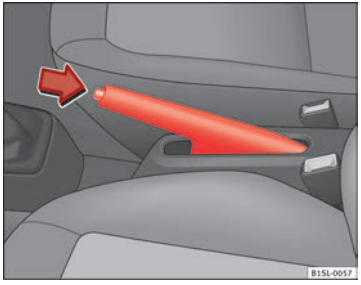

Fig. 93 Between the front seats: Handbrake
- Pull gently in an upwards direction on the handbrake lever and press the lock button ⇒ Fig. 93 (arrow).